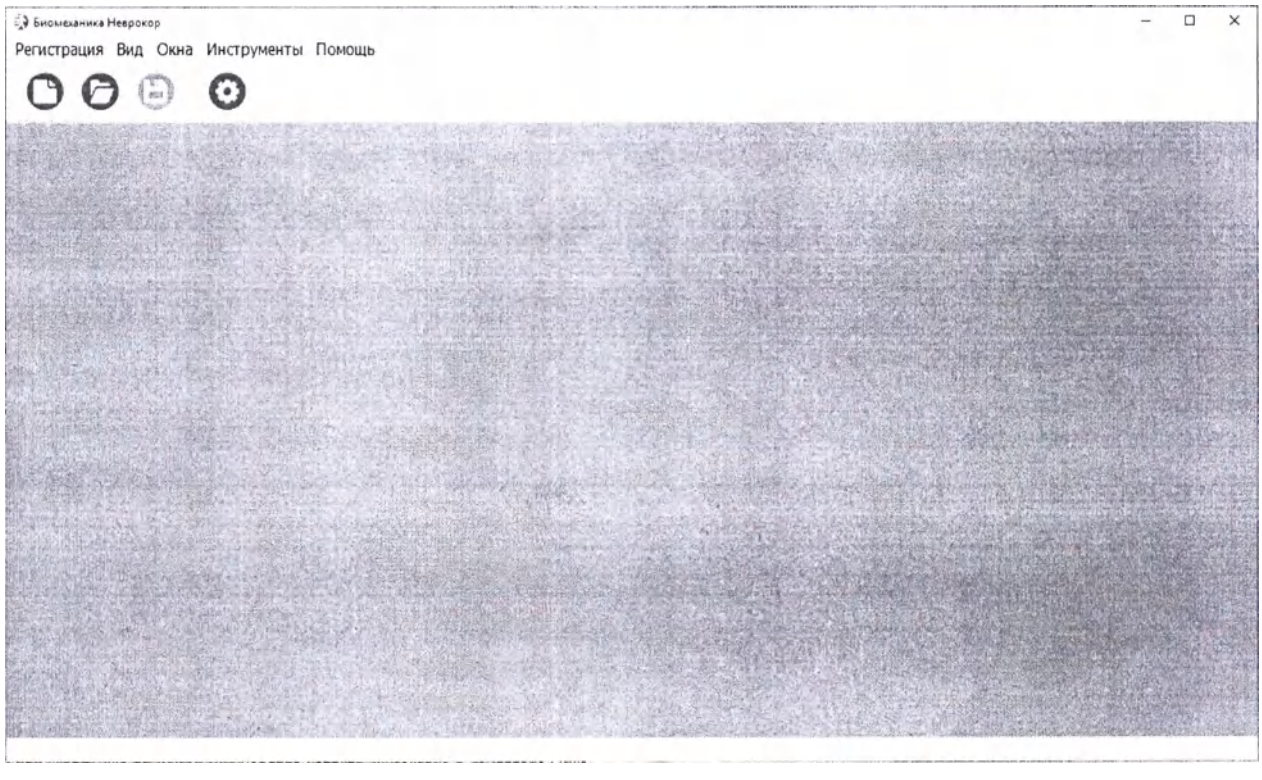
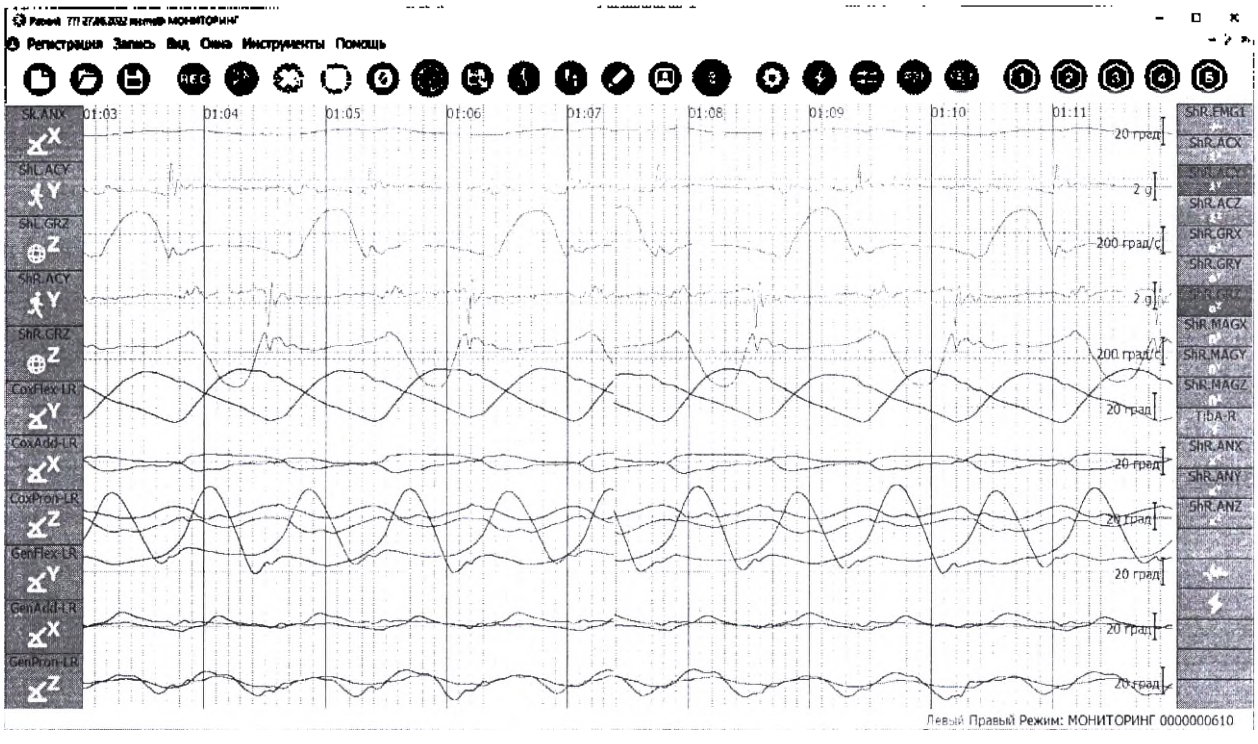

*Рис. 3.1. Главное окно программы «Биомеханика»*
*Рис. 4.3. Главное окно программы в режиме регистрации*
Запуск программы «Биомеханика Неврокор» производится из программы «Программа для управления базой данных Неврокор» (см. **«Руководство пользователя ПО «Программа для управления базой данных Неврокор» 1.05.xx»**) или через ярлык на рабочем столе . После запуска программы через ярлык открывается главное окно программы (см. Рис. 3.1). При запуске из ПО «Программа для упрвления базой данных Неврокор» программа автоматически переходит в режим регистрации или анализа в зависимости от состояния регистрации и в главном окне открывается окно регистрации (см. Рис. 4.3).
**После того как все датчики и тренажеры будут найдены, нажмите «OK» в диалоге. После подключения откроется окно регистрации (см. Рис. 4.3) с графиками «бегущих» сигналов в реальном времени.**